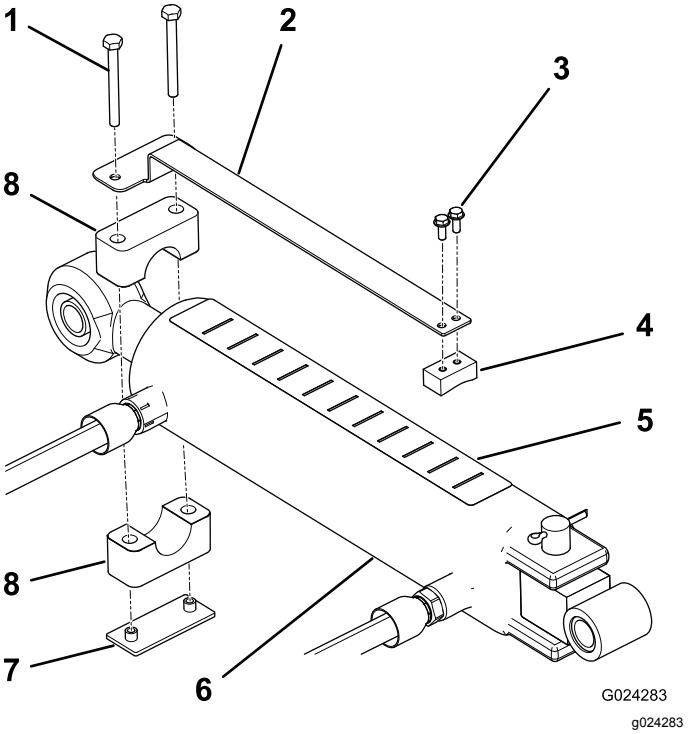

**Figur 8**
1. Montera djupmätaren på skjutblockets platta sida med två 10 x ½ tums maskinskruvar och placera komponenterna enligt Figur 8.
2. Montera djupmätaren löst på stavänden på topplänkens cylinder med hjälp av rörklämman, svetsplattan och två ¼ x 2 ½ tums skruvar (Figur 8). Se till att klämmorna sitter tillräckligt löst för att kunna roteras till önskad position.
4. Fäst djupdekalen ovanpå cylindern på en plats där den är synlig från förarplatsen och inte kommer i vägen för hydraulslangarna eller andra hinder (Figur 8). Änden på dekalen med bokstaven ”J” ska placeras mot luftaren.